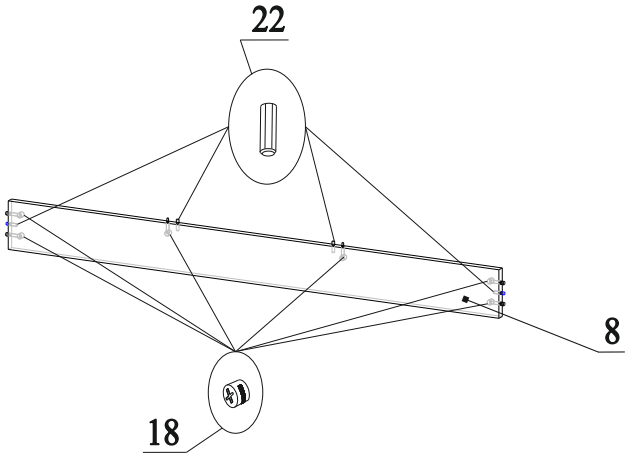

Рис.7
14. В торцы деталей 8 вставить шканты 22 (рис.7);
15. В отверстия на деталях 8 вставить эксцентрики 18 стрелками к торцевым отверстиям (рис.7);